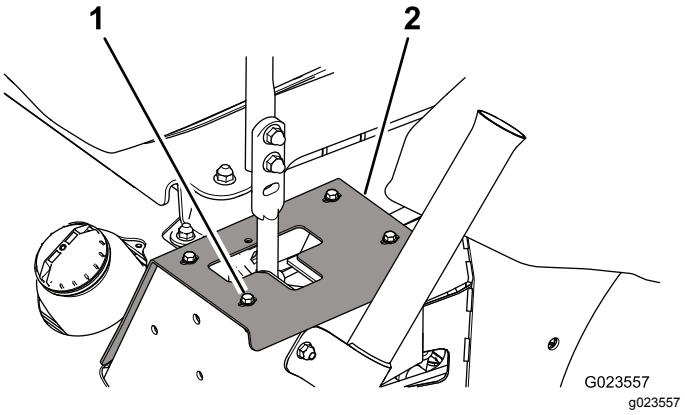

Figuur 62
2. Om bij de bevestigingsbouten van de demper te komen, verwijdert u de bouten waarmee de aanslagplaten bevestigd zijn aan het frame (Figuur 62).